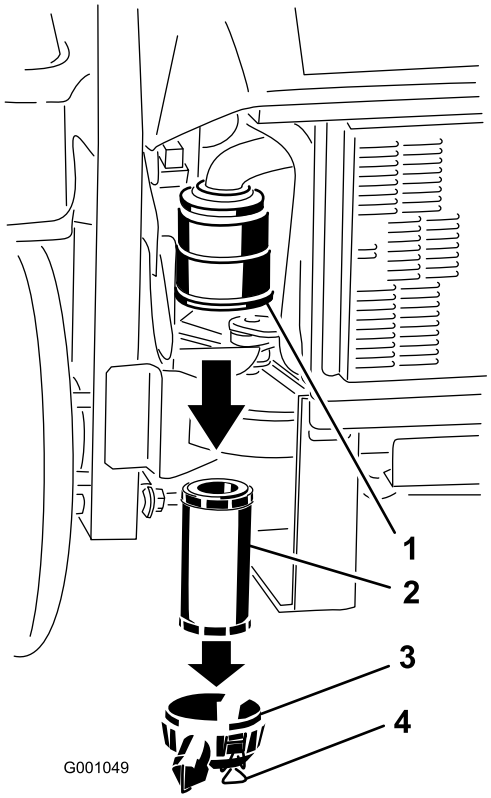

Figur 40
3. Lossa spärrhakarna på luftrenaren och dra av luftrenarkåpan från luftrenarhuset (Figur 40).
5. Dra försiktigt ut filtret ur luftrenarhuset (Figur 40). Undvik att knacka filtret mot sidan på luftrenarhuset.